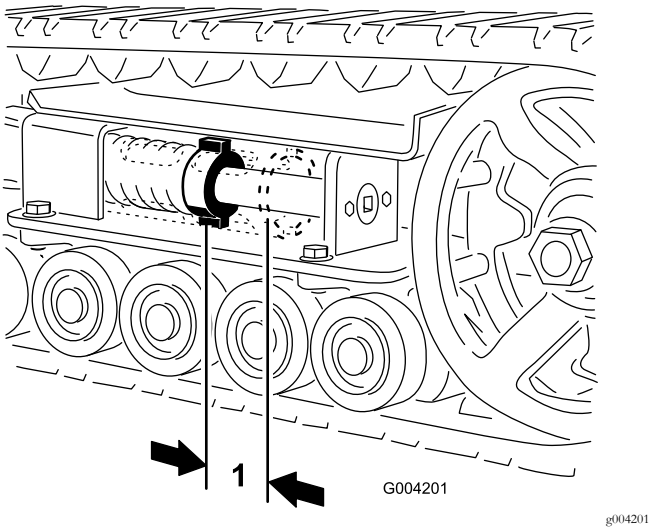

Figuur 47
Er moet 7 cm ruimte zijn tussen de spanmoer en de achterzijde van de spanbuis (Figuur 47). Als dit niet het geval is, stal dan de spanning van de rupsbanden aan met behulp van de volgende procedure:
4. Figuur 49Gebruik een dopsleutel van ½" en draai de spanschroef linksom tot de afstand tussen de spanmoer en de achterzijde van de spanbuis (Figuur 47) 7 cm is.
11. Draai de spanschroef linksom tot de afstand tussen de spanmoer en de achterzijde van de vorkbuis (Figuur 47) 7 cm is.
17. Draai de spanschroef linksom tot de afstand tussen de spanmoer en de achterzijde van de spanbuis (Figuur 47) 7 cm is.